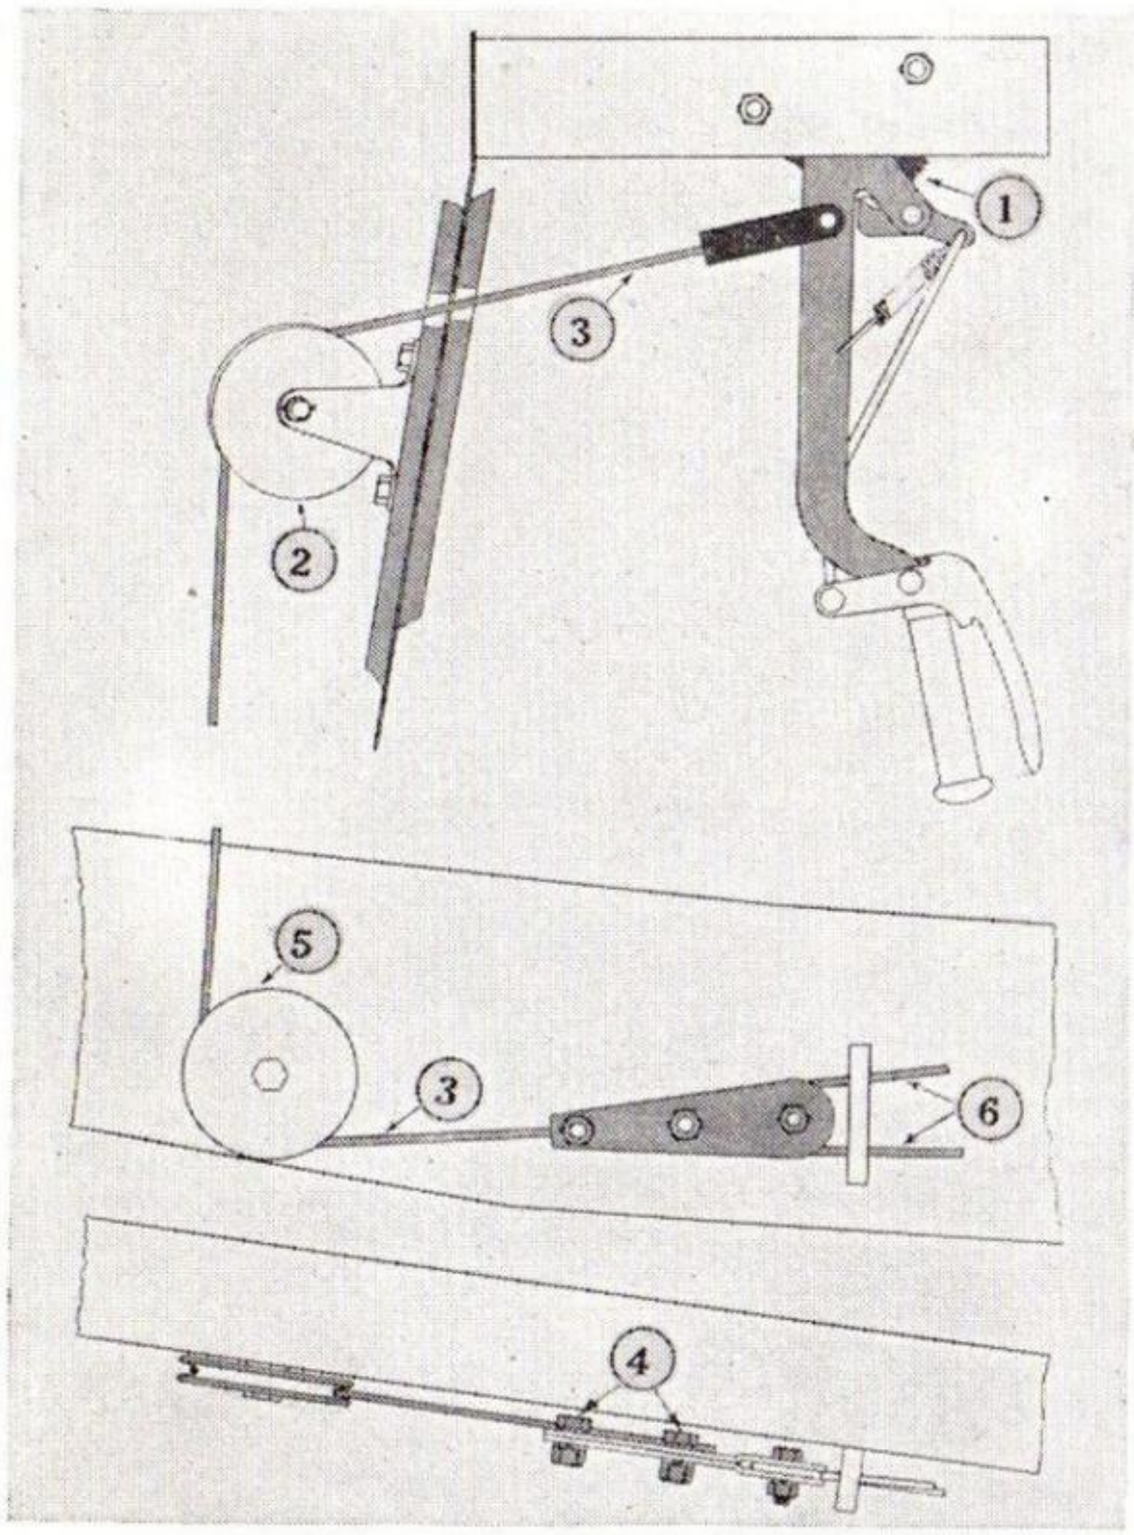
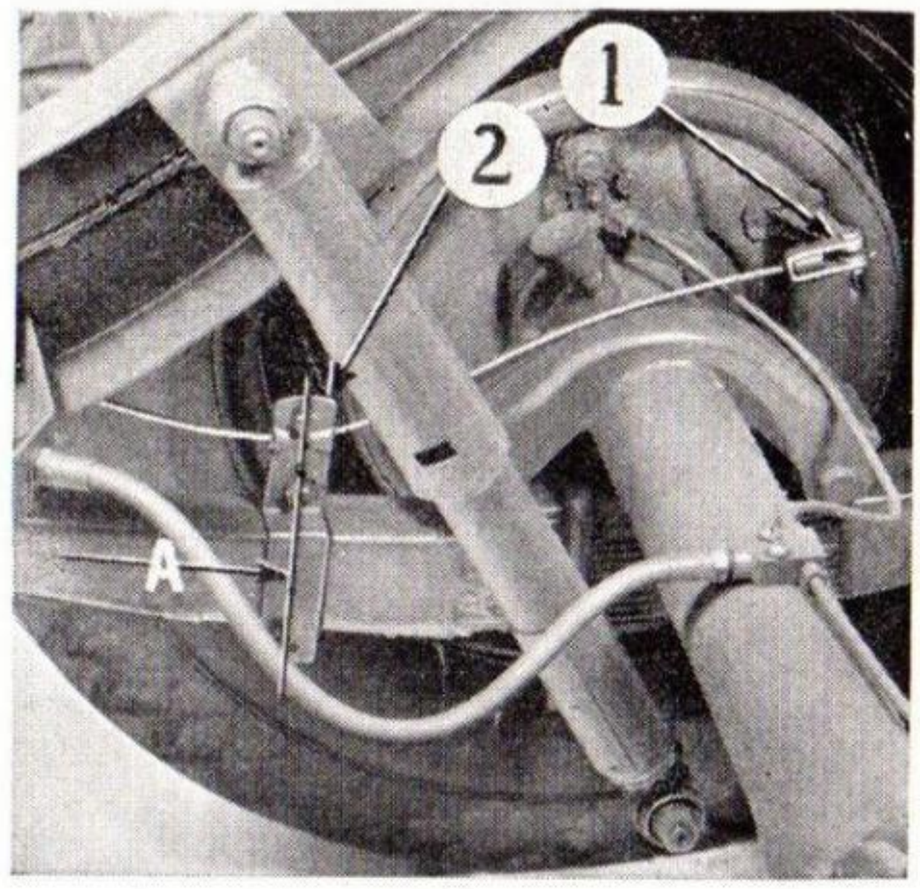

Fig. 55
Fig. 56
ADJUSTMENT OF PARKING BRAKE—Fig. 55 and Fig. 56: The parking brake is operated by a handle located under the dash to the left of the driver.
Pull operating handle on two notches. Loosen cable clamps (4) on Fig. 55 on adjusting clamp on side of frame. Both cables, the one leading to the rear and also the cable leading to the handle should then be pulled tightly, until all slack is taken out, and then tighten adjusting clamp bolts (4), Fig. 55.
After all slack has been taken out of cables, release hand operating lever on dash to fully released position and this will put a little slack in cable. Then check operating levers 1 on Fig. 56 so that at least 1/8" free movement exists at the levers.
If for any reason the cable guide (2) on Fig. 56 should be removed it is important that it be located in the proper position to assure the correct angle of the cables. The proper location of this guide as indicated by "A" Fig. 56, is measured from the center of the rear spring front eye bolt and should be exactly 19" on all models.